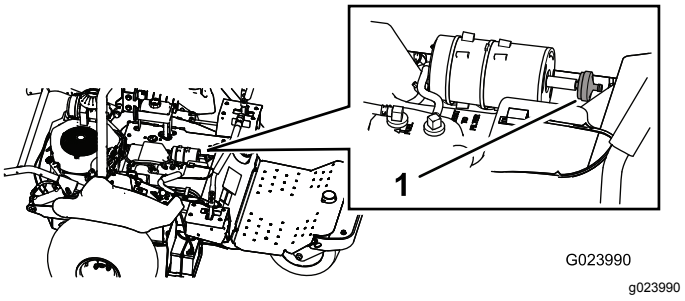

**Figur 46**
3. Koble filteret fra karbonsylinderen (Figur 46).